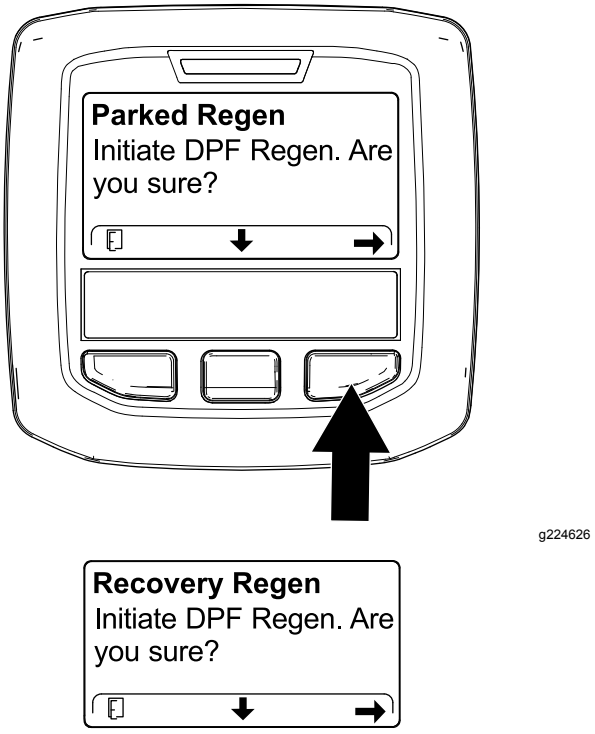

Figuur 57
4. Druk in het scherm INITIATE DPF REGEN op de rechterknop om verder te gaan (Figuur 57).